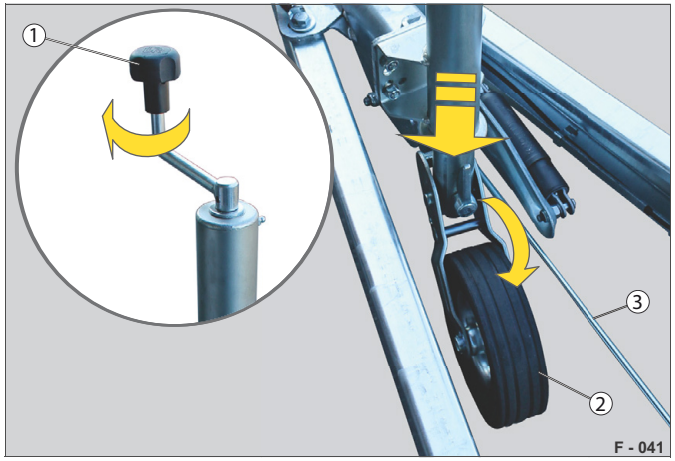

Abb. 15 Stočení podpěrného kola klikou
▶ Stočte automatické podpěrné kolo (Abb. 15/2) do strany kolem brzdového táhla (Abb. 15/ 3) až dolů na zem.